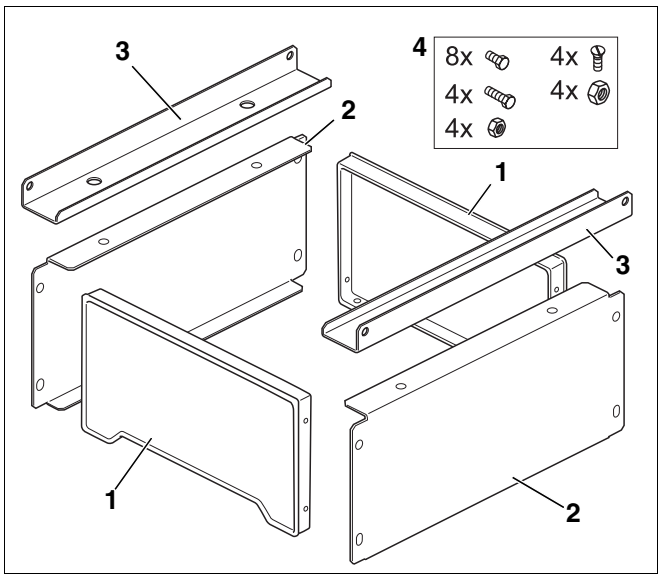

Fig. 1 Scope of supply
– 2 boiler feet (Fig. 1, **Item 1**)
– 2 side panels (Fig. 1, **Item 2**)
– 2 angled rails (Fig. 1, **Item 3**)
– 8 screws (M6 × 16) (Fig. 1, **Item 4**)
– 4 countersunk bolts (M10 × 25) (Fig. 1, **Item 4**)
– 4 nuts (M10) (Fig. 1, **Item 4**)
– 4 bolts (M8 × 25) (Fig. 1, **Item 4**)
– 4 nuts (M8) (Fig. 1, **Item 4**)